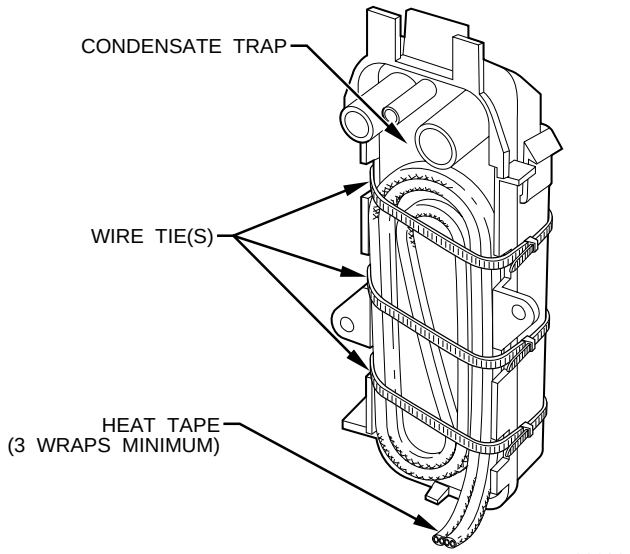

Fig. 43—Condensate Trap Heat Tape
2. Locate heat tape between sides of condensate trap back. (See Fig. 43.)